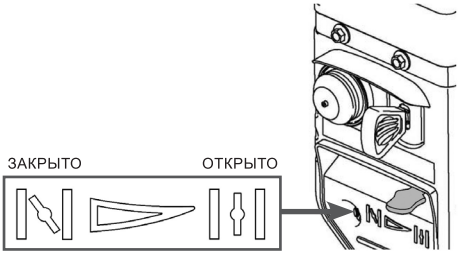

Рис. 39 Рычаг управления воздушной заслонкой
6. Закройте воздушную заслонку карбюратора. Для этого переведите рычаг управления воздушной заслонкой в крайнее левое положение (Рис. 39).